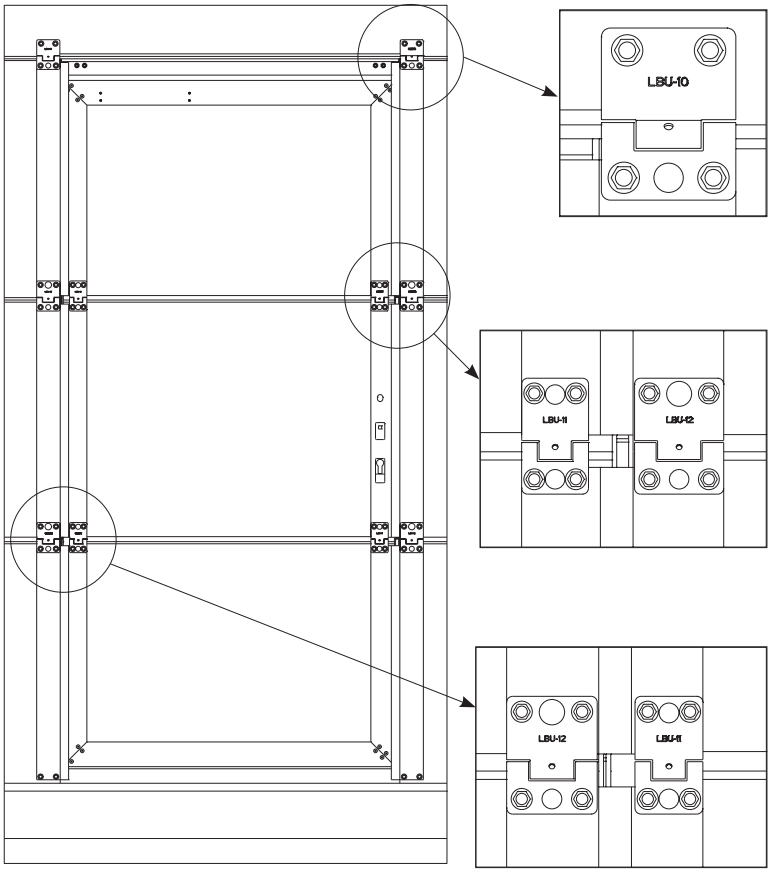

*Рис.35*
- установить на обрамление калиточного проема и полотно калитки петли и закрепить их самонарезающими винтами 6,3х16. Расположение петель калитки указано на рис. 35;